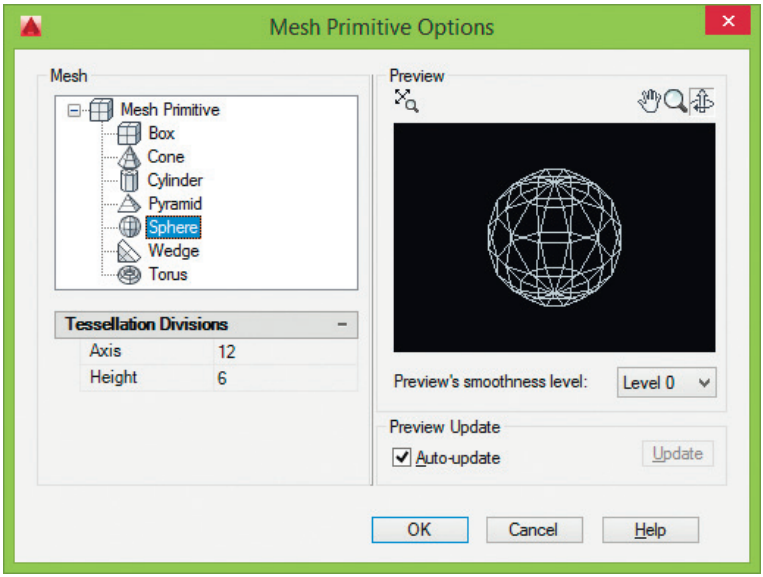

Рис. 18.22. Диалоговое окно настройки параметров сетевых примитивов
- кнопка **Mesh Primitives...** – загрузка диалогового окна настройки параметров сетевых примитивов **Mesh Primitive Options** (рис. 18.22):